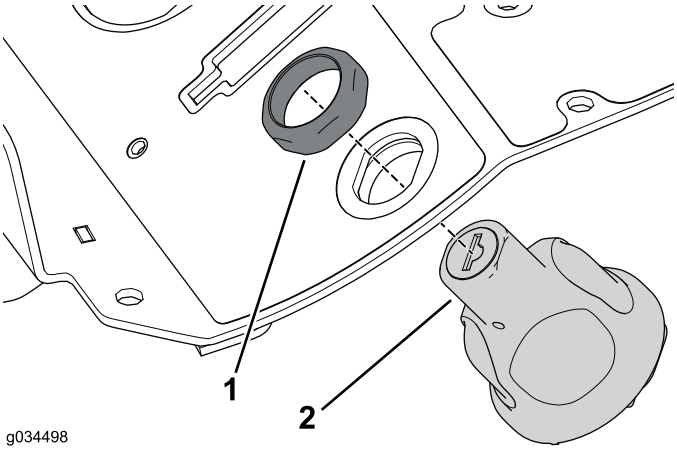

Figure 13
4. Retirez l'écrou de retenue sur l'alarme et déposez-le de la console (Figure 13).